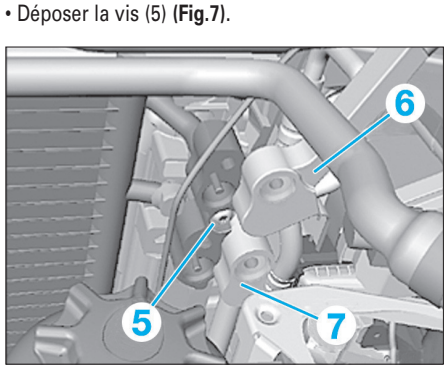

Fig. 7
• Extraire par l'arrière les conduites de frigorigène (2) et (3) du condensateur de climatisation (4).
• Déposer la vis (5) **(Fig.7)**.